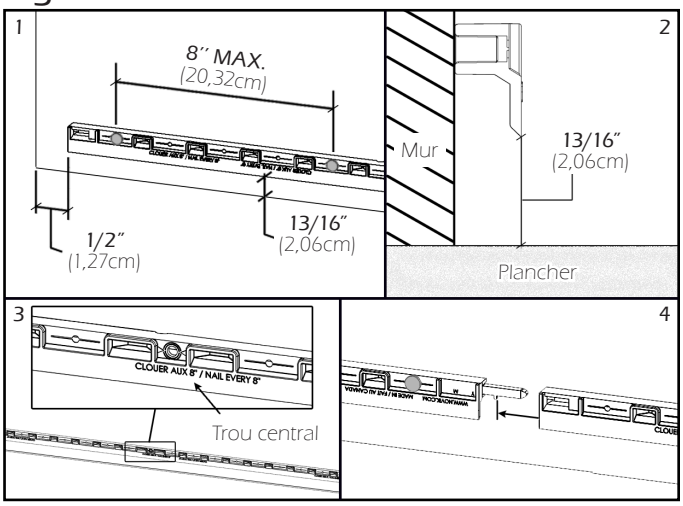

Figure A.1
- Bandes de départ universelle série pro (Figure A.1):